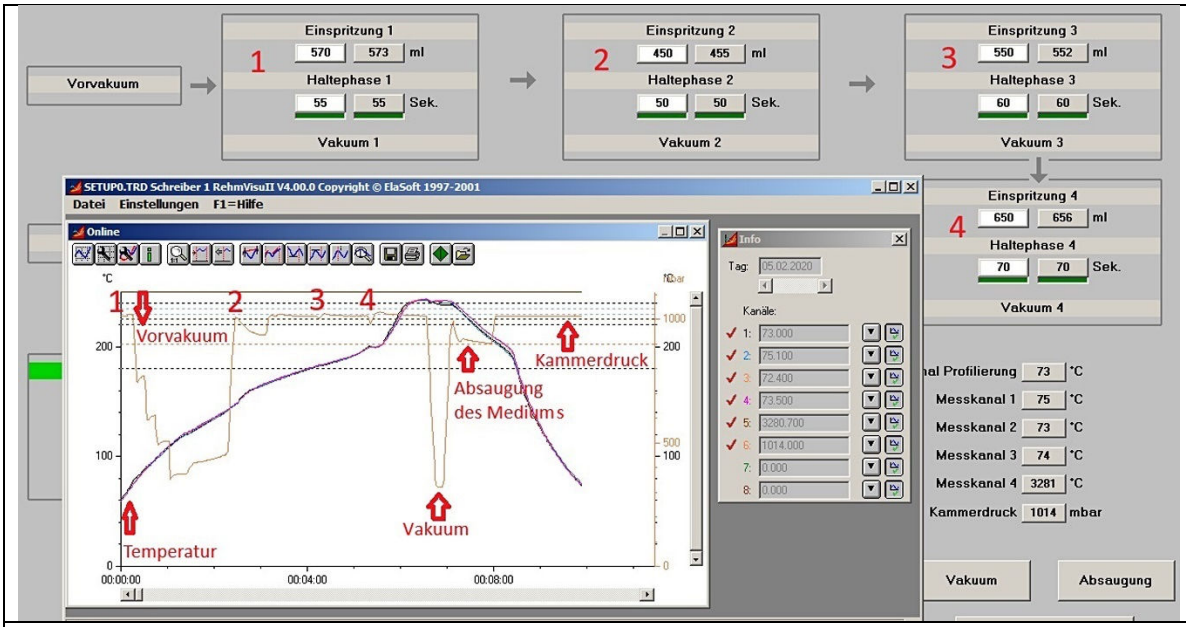

Bild 9: Screenshot der überwachten Parameter
3. Bei Vakuum-Anlagen wird neben der Temperatur auch der Kammerdruck permanent überwacht. Die Druckkurve registriert – sozusagen nebenbei – den Medium-Injektionsschritt. Jede Injektion verändert den Kammerdruck (Bild 9).